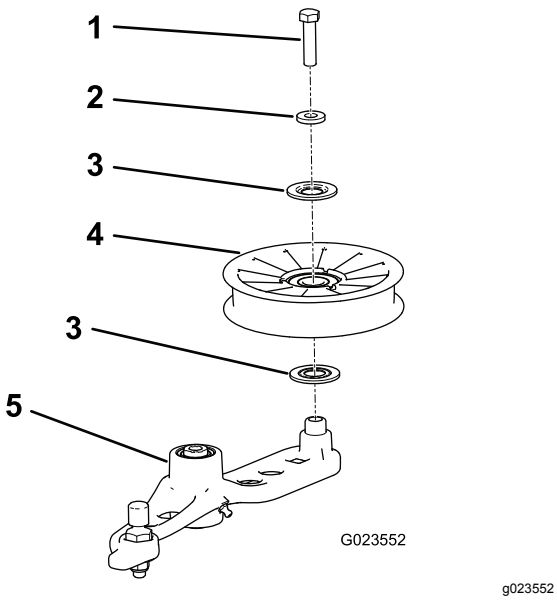

Figur 58
6. Lossa skruven som fäster den gamla remspännarskivan vid spännarmen och montera en ny skiva (Figur 58).